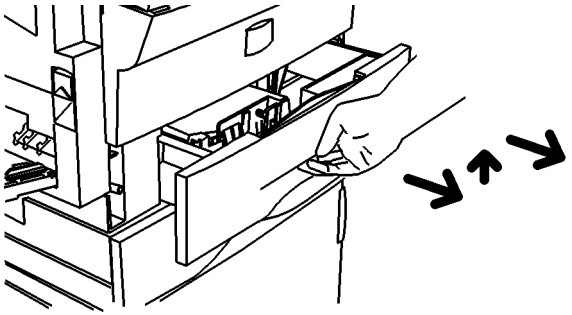

Рисунок 1 Снятие лотка 1 / лотка 2
2. Выдвиньте, поднимите и снимите лоток 1 или лоток 2 (Рисунок 1).